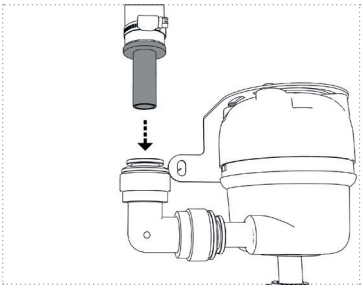
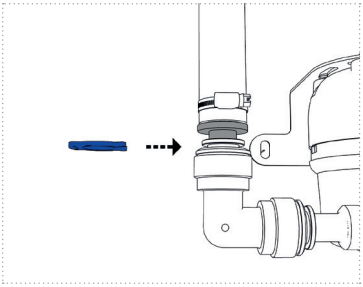

Figure 12a
Figure 13
5. Insérez les tuyaux jusqu'à la butée directement dans les raccords d'eau de l'unité UV (voir figures 12a et 12b). Dans tous les cas, sécurisez toutes les connexions enfichables avec les « bagues de sécurité » fournies (voir figure 13).
S'il est nécessaire de détacher une connexion enfichable, procédez comme suit (figure 13). Enlevez d'abord l'anneau de sécurité (1). Poussez l'élément de retenue avec les doigts ou à l'aide d'une aide au détachement (par ex. anneau de sécurité) vers l'arrière et maintenez-le (2). Le tube/tuyau enfiché peut maintenant être retiré (3).